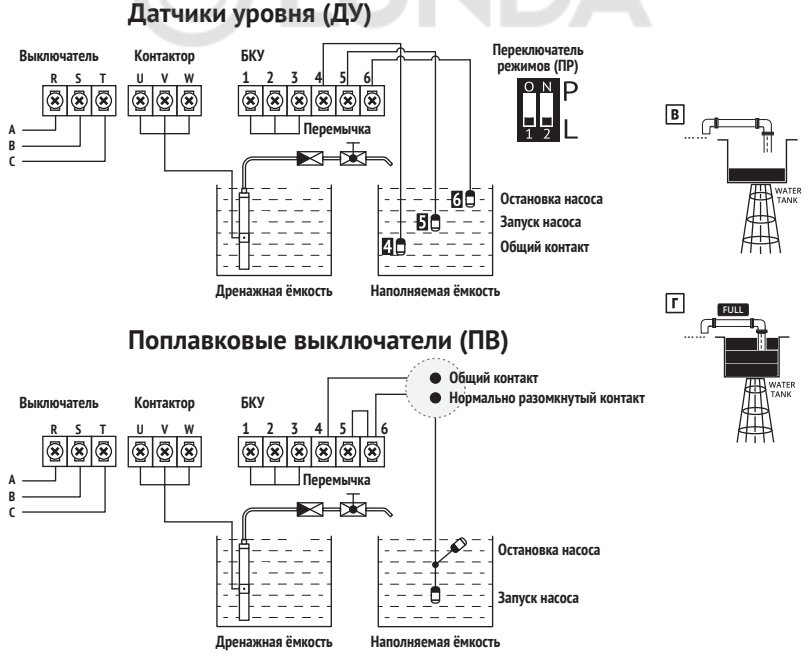

Рис. 5
- Подключите ДУ или ПВ (в комплект не входит) к контактам БКУ (см. рис. 2) согласно схемам на рис. 5.
- Установите перемычку в контактах ❶, ❷ и ❸ БКУ (входит в комплект, закреплена в контактах БКУ) для защиты насоса от работы без воды (в режиме «сухого хода»). Данное решение позволяет использовать защиту насоса от «сухого хода» по току.
- Установите рычажки переключателя режимов (далее — «ПР») в положение показанное на рис. 5.